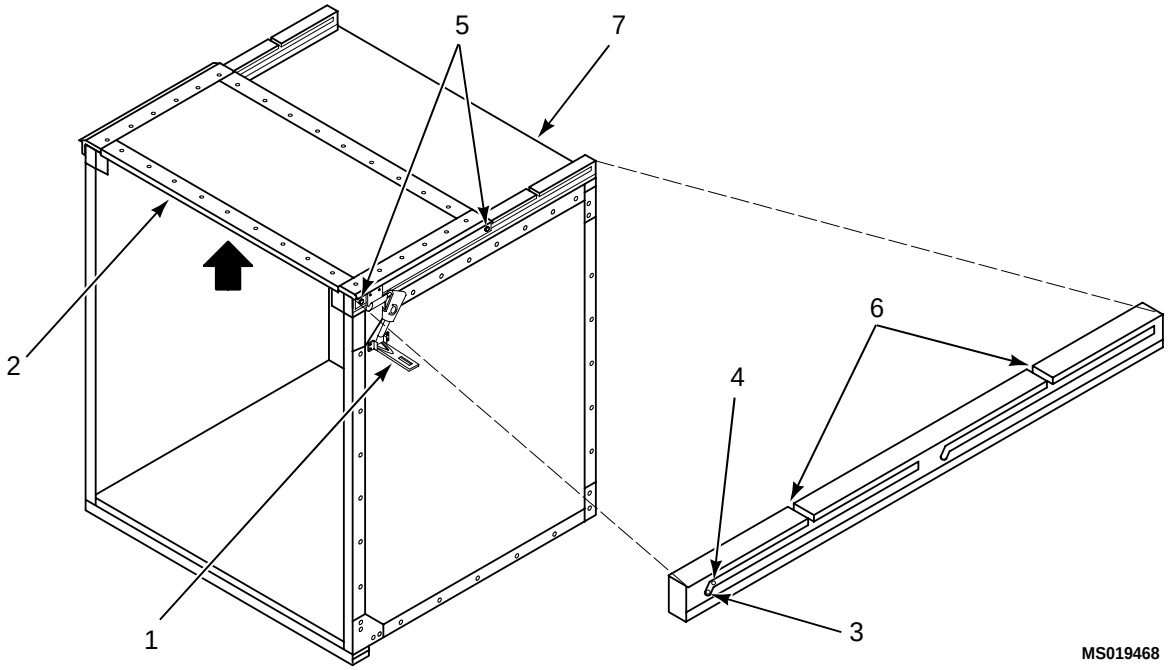

Figure 1. Main Box Assembly Slider Door
2. Unlatch 2 slider door draw latches (1). (Figure 1)
3. Push upward (large arrow) on the back edge of slider door to disengage door (2) from latched position (3) to sliding position (4).
4. Slide door open until bolts (5) align with open slots (6) in rail, then raise door off Main Box (7).